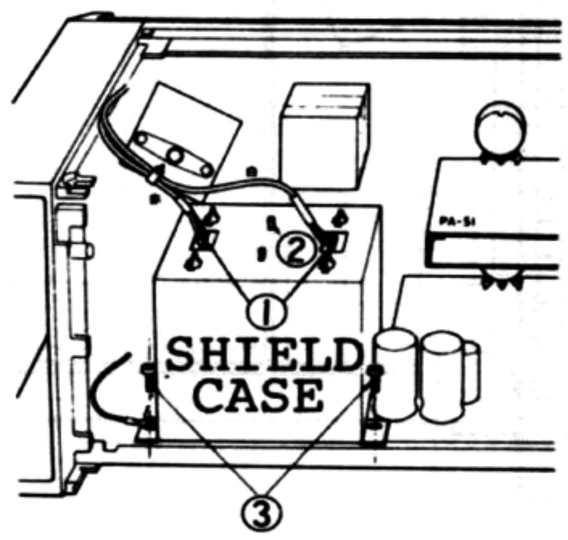

Fig.3
2) Unsolder two lead wires (Fig.3, ①) from a equalizer's printed circuit board using a soldering iron.
3) Straighten two twisted shield tips (Fig.3,②).
4) Remove two screws (Fig.3, ③).